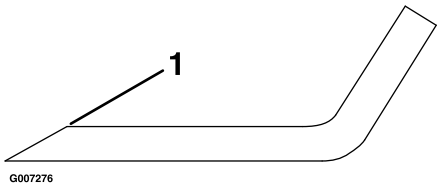

Figuur 47
1. Gebruik een vijl om de snijranden aan beide uiteinden van het mes te slijpen (Figuur 47). Houd daarbij de oorspronkelijke hoek in stand. Het mes blijft in balans als u van beide snijranden dezelfde hoeveelheid materiaal verwijdert.